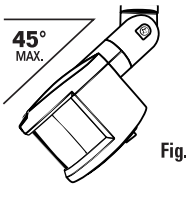

Fig. 2
*La position du détecteur ne doit pas dépasser 45° en dessous de l'horizontale. Ne dirigez pas le détecteur de mouvement sur de l'eau, des buissons ou des plantes susceptibles de se déplacer à cause du vent, de la circulation piétonne, des voitures en mouvement, etc., car cela pourrait déclencher le détecteur de mouvement. **(Fig. 2)***